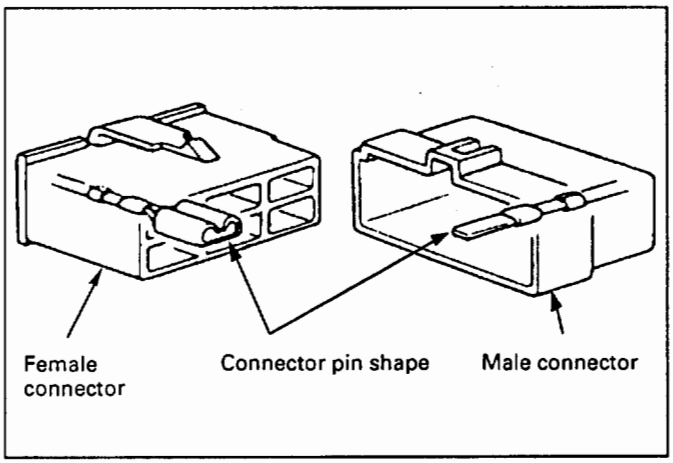

Fig. 8-32
- The connector pin shape determines whether the connector is male or female (Fig. 8-32).